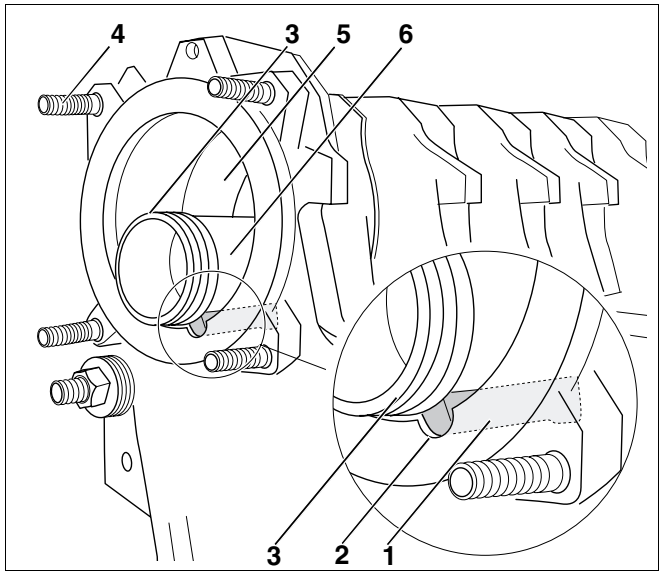
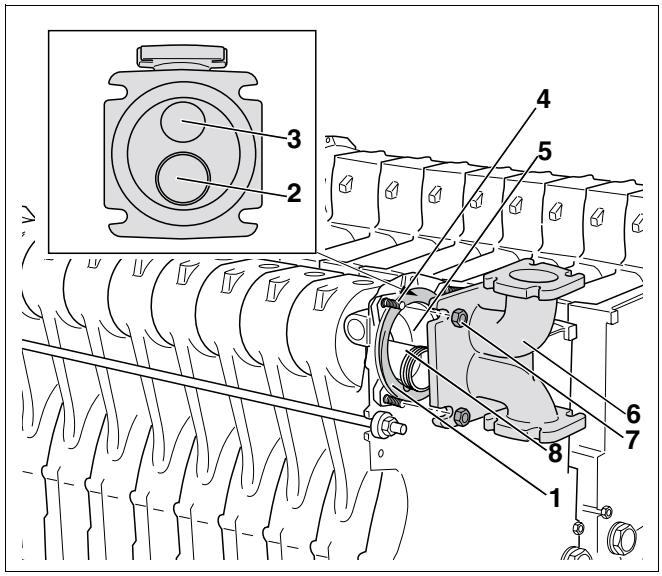

Afb. 26 Positie van het aansluitstuk van de injectiebuis
Afb. 27 Aansluitstuk monteren
Controleer of de nok (afb. 26, **pos. 1**) van het aansluitstuk van de injectiebuis correct in de groef (afb. 26, **pos. 2**) van de bovenste ketelnaaf (afb. 26, **pos. 5**) zit.
- Bestrijk de buitenvlakken van de dichtring van de injectiebuis (afb. 26, **pos. 3**) in met een glijmiddel.
- Let er bij de montage van het aansluitstuk op (afb. 27, **pos. 6**), dat de grotere opening (retour; afb. 27, **pos. 2**) zich onderaan en de kleinere opening (vertrek; afb. 27, **pos. 3**) zich bovenaan bevindt.
Wanneer het aansluitstuk (afb. 27, **pos. 6**) niet precies passend op de injectiebuis (afb. 27, **pos. 8**) geplaatst en aan de stiftbouten (afb. 27, **pos. 4**) geschroefd wordt, is de injectiebuis (afb. 27, **pos. 8**) niet correct geplaatst in de bovenste ketelnaaf (afb. 27, **pos. 5**).
De injectiebuis (afb. 27, **pos. 8**) moet er een beetje uitgetrokken worden en correct geplaatst worden in de bovenste ketelnaaf (afb. 27, **pos. 5**) wanneer ze erin geschoven wordt.
- Strijk de vlakke dichting (afb. 27, **pos. 1**) in met glijmiddel.
- Monteer het aansluitstuk (afb. 27, **pos. 6**) met de moeren met schijf erop geperst (afb. 27, **pos. 7**) en de aangebrachte vlakke dichting (afb. 27, **pos. 1**) aan de stiftbouten (afb. 27, **pos. 4**) van de bovenste ketelnaaf (afb. 27, **pos. 5**) (zie ook afb. 26).